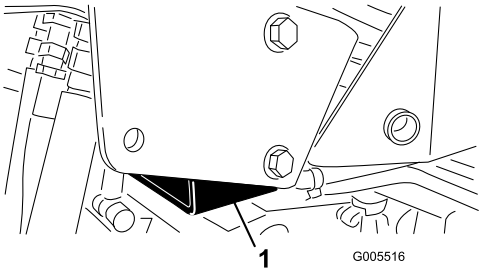

Figur 34
- Høyre side – under støttebraketten for veltebøylen (Figur 34)